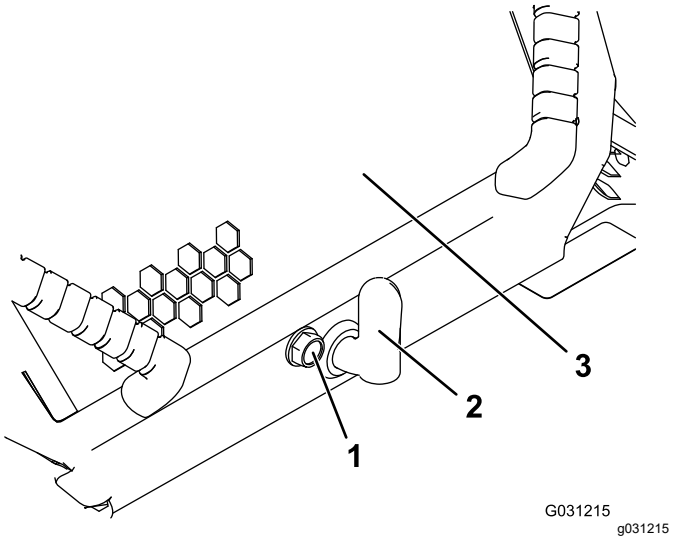

**Rysunek 32**
1. Poluzuj śrubę blokującą maskę (Rysunek 32).
2. Przekręć zaczep maski w prawo (Rysunek 32).
3. Unieś maskę do góry za ucha (Rysunek 32).
3. Dokręć śrubę mocującą maskę, unieruchamiając zaczep (Rysunek 32).